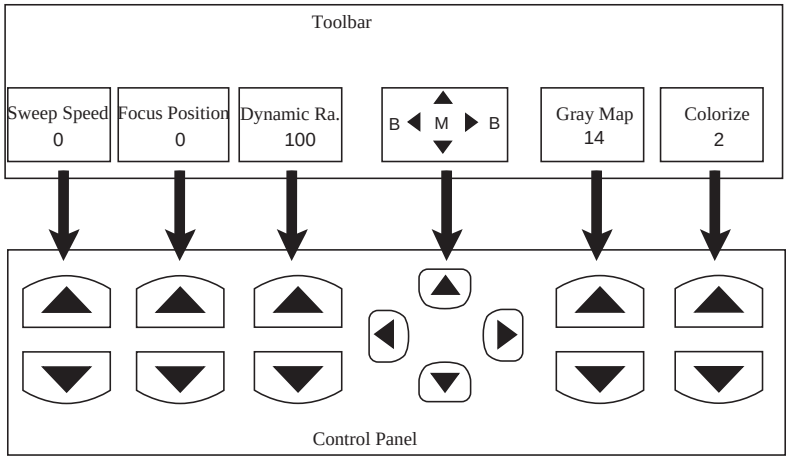

Figure 6-8 Parameters Adjustment in the M Mode
- Select the M mode parameter in the toolbar at the bottom of the screen, as shown in Figure 6-8. This method is taken as an example in this section to introduce the steps of optimizing the M mode image. The main steps are as follows.